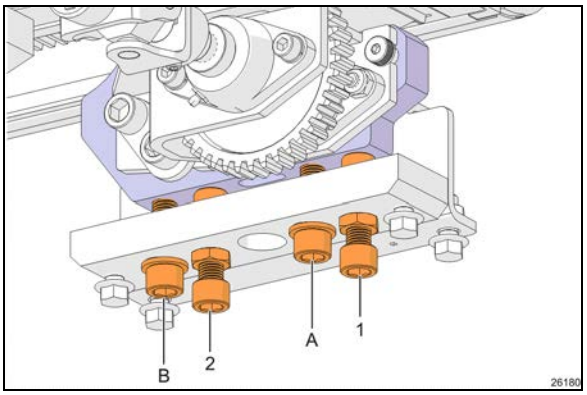

FIGURE 4: VIS D'INCLINAISON ET DE MISE À NIVEAU
Le réglage d'inclinaison et de mise à niveau est obtenu avec la plaque de réglage et les vis placées sous chaque assemblage de palier linéaire. (Figure 4)
Ne jamais dévisser complètement les vis de retenue A et B (Figure 4) au risque de voir la rallonge coulissante basculer vers l'intérieur.
2. Serrer les vis A et B. (Figure 4)